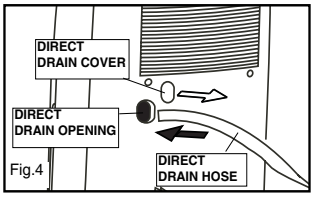

Fig.4
2. Cut drain hose to required length. (to suit your needs) You do not need any fittings on either end of the drain hose. Insert one end the of garden hose directly into the direct drain opening. (See Fig. 4)